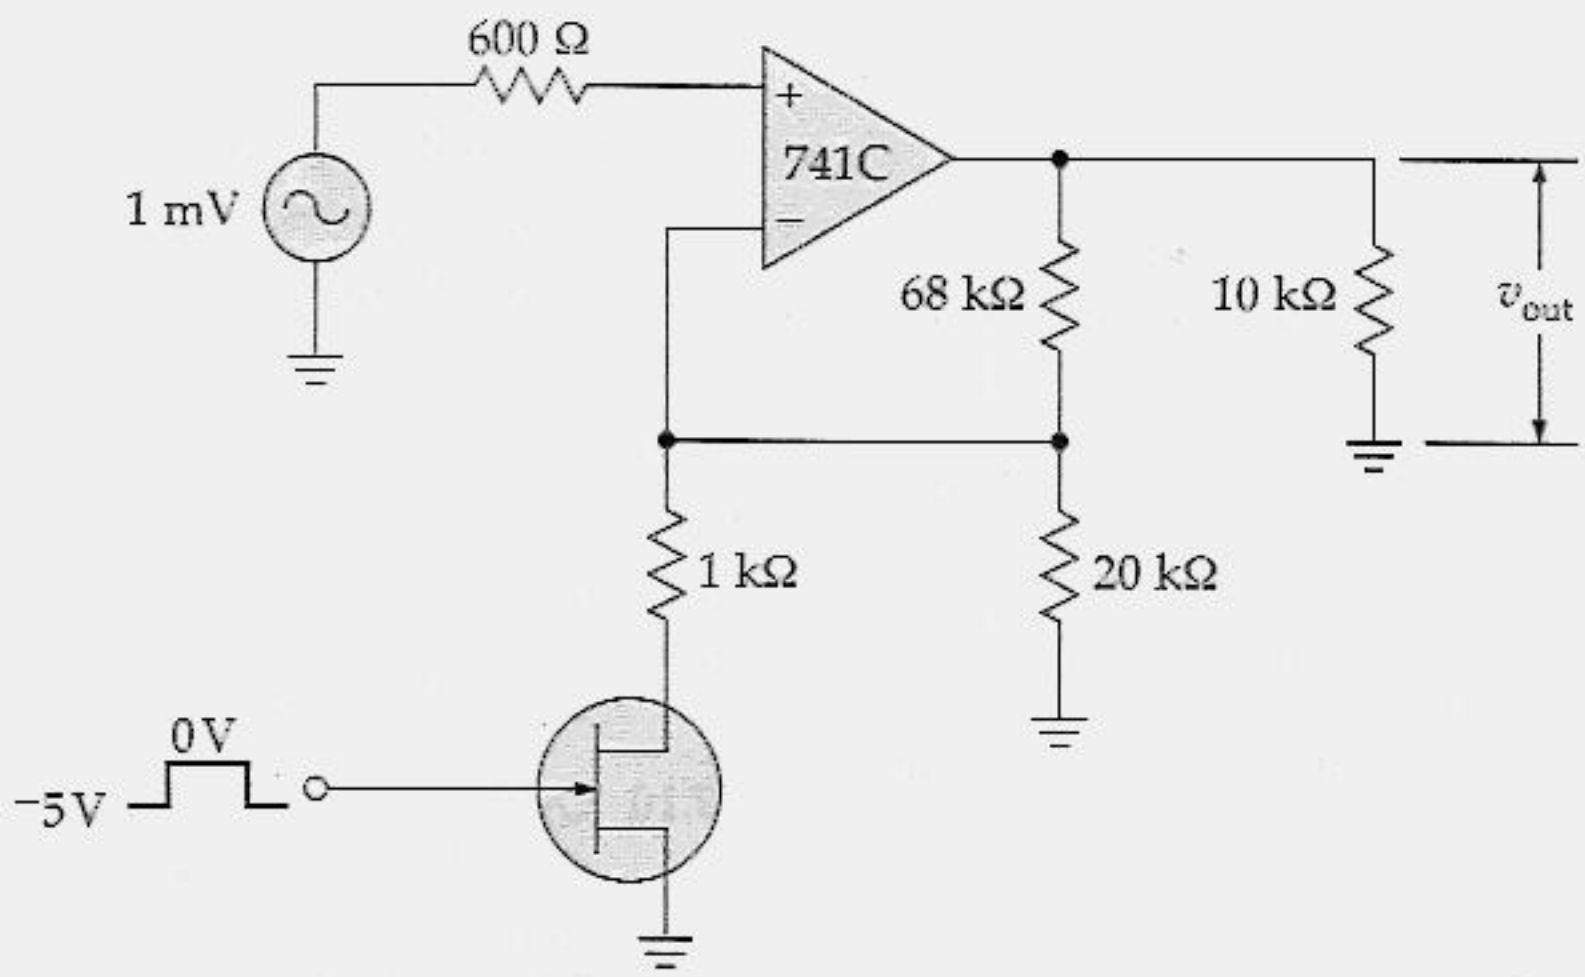

Figura 20.38
20.2 O JFET da Figura 20.38 tem $V_{GS(off)} = -4$ V e uma resistência de dreno de 30 Ω quando está em condução. Qual a mínima tensão de saída do circuito? E a máxima?
20.4 Qual a largura de banda de malha fechada do circuito da Figura 20.38?